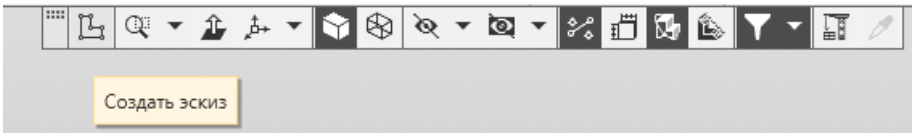

Рис. 1.16
4. На панели быстрого доступа нажмите кнопку Создать эскиз (рис. 1.16).